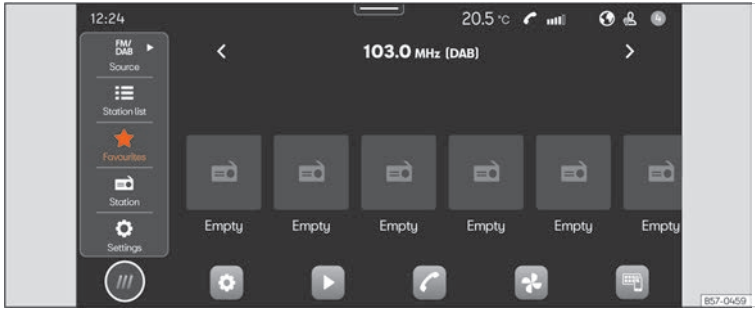

Fig. 164 Schematic diagram: Radio view.
- Press **HOME** > ››› Fig. 164.